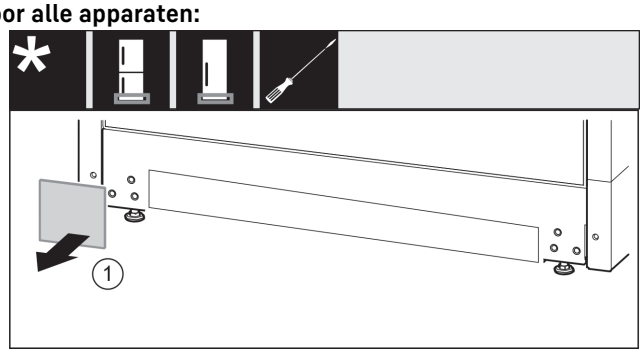

*Fig. 30*
- ▶ Afdekking *Fig. 30 (1)* wegnemen.